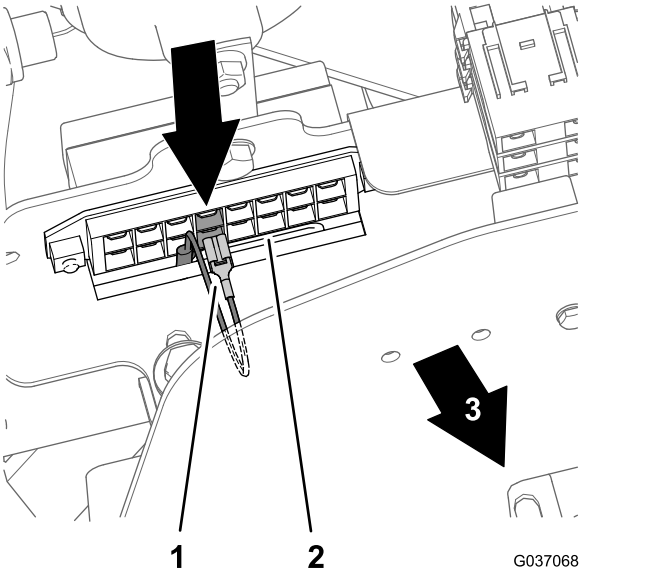

Figuur 35
- Model 30654, 30657 en 30659 – 4e zekeringlocatie van links (Figuur 35)